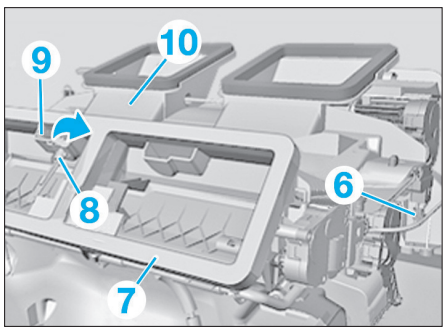

Fig. 29
• Déposer les vis (5).
• Déverrouiller et débrancher le connecteur (6) **(Fig.29)**.